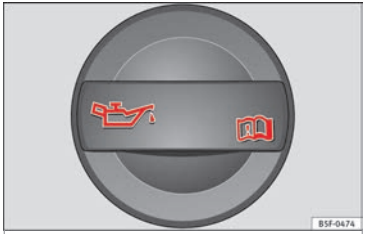

Fig. 242 In the engine compartment: Engine oil filler cap.
- The engine oil filler neck can be recognised by the symbol on the cap ››› **Fig. 242** and the dipstick by its coloured handle.
- Unscrew the cap from engine oil filler neck on the cylinder head ››› **Fig. 242**. If you are not sure where the cap is, request help from a specialist.